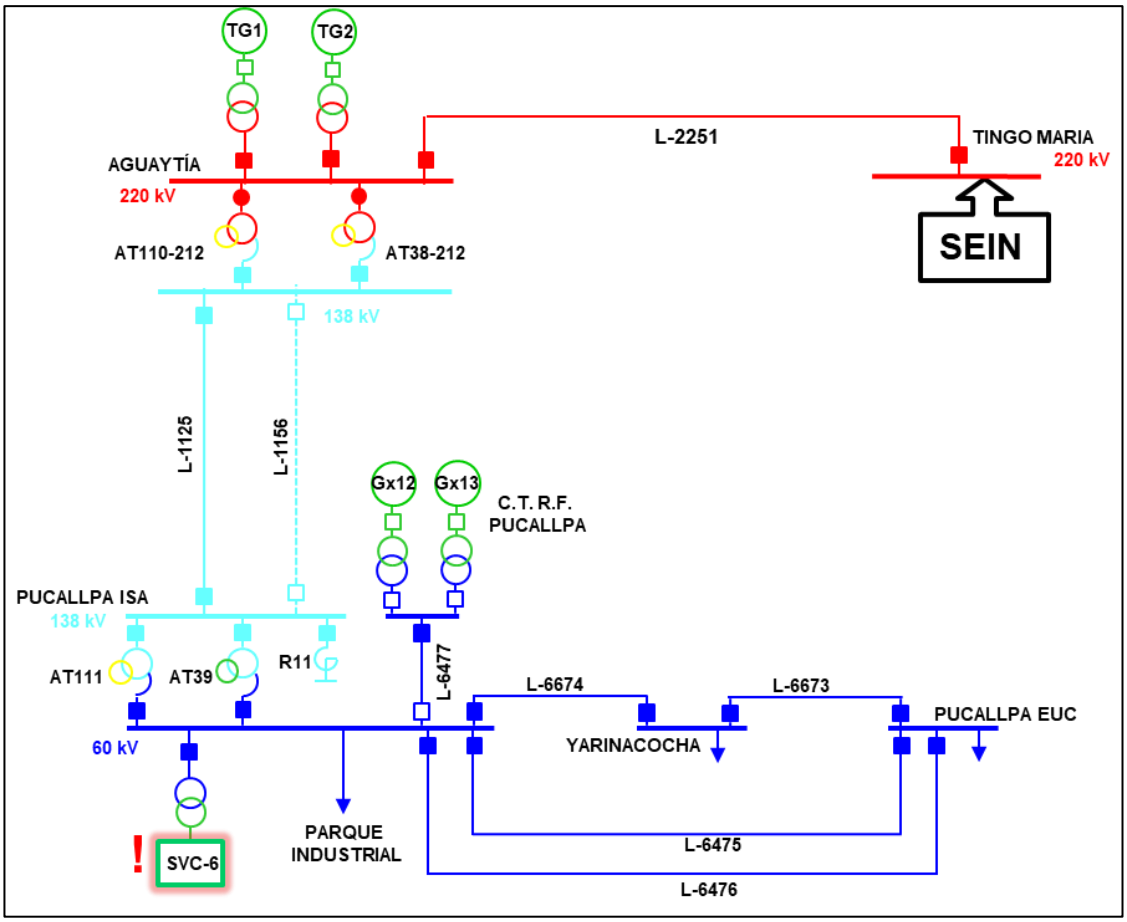

Figura 1. Diagrama Unifilar de la zona de Influencia (Fuente: COES)
11.1 A las 14:02:35.386 h, se registró alerta de problemas en el estado de operación del SVC-6 (SVC PLUS) de la S.E. Pucallpa 60 kV. Al respecto, de acuerdo con lo informado por la empresa ISA PERÚ, titular del equipo, esto se produjo debido a falla en el sistema de control y protección por problemas en el sistema de aire acondicionado del equipo (ver Figura 1).